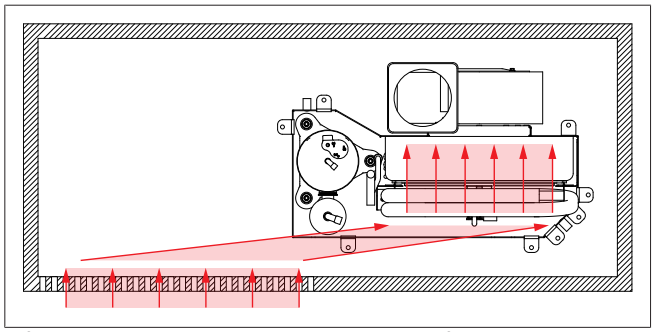

Afb. 7 Luchtaanvoeropening op bepaalde afstand aanbrengen
- ▶ De luchtaanvoeropening moet verplaatst worden aangebracht, om ervoor te zorgen dat de instromende lucht niet direct in de inlaat van de verdamper stroomt. Op deze manier kunnen de aanzuiggeluiden van de ventilator aanzienlijk verminderd worden (zie Afb. 7).